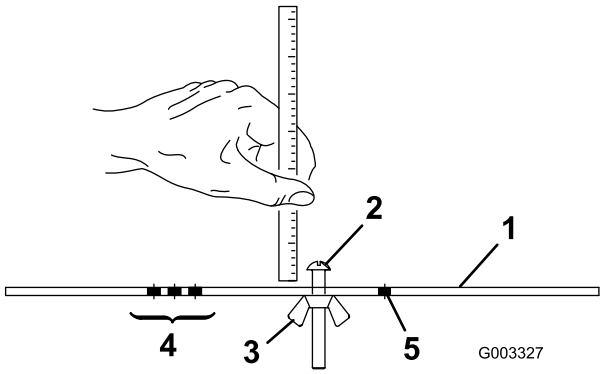

Figur 16
2. Løsne mutteren på høydemåleren (Figur 16), og fest justeringsskruen i ønsket klippehøyde. Klippehøyden er avstanden mellom bunnen av skruehodet og forsiden av stangen.